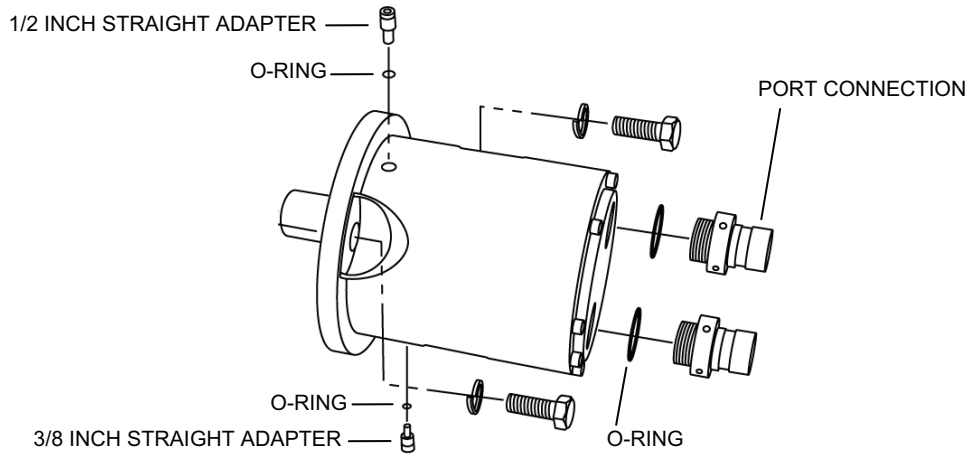

Figure 20. Pump Straight Adapters and Port Connections.
a. Remove and retain the two straight adapters on the pump casing (see Figure 20). Remove and discard the O-rings on the adapters.
b. Remove and retain the two port connections on the pump port flange (see Figure 20). Remove and discard the O-rings on the connections.